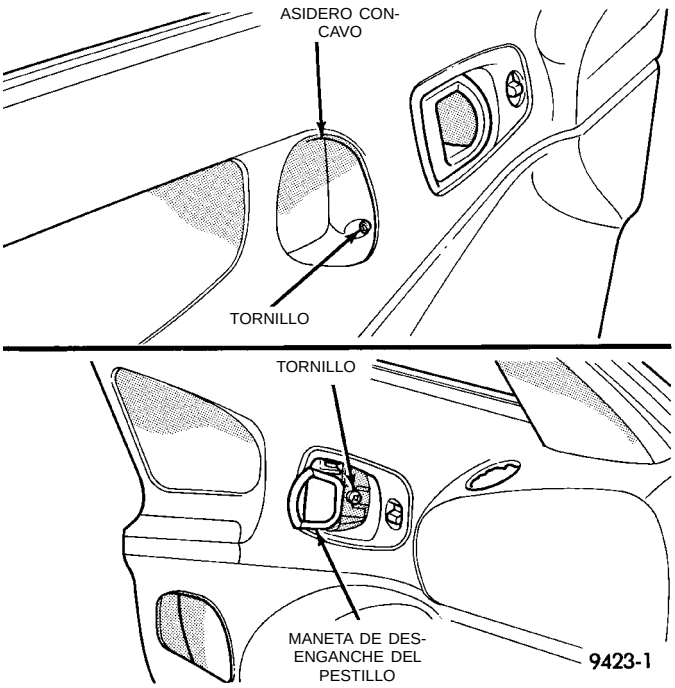

Fig. 9 Panel tapizado de puerta delantera
(4) Retire el tornillo del interior del asidero cóncavo en el apoyabrazos (Fig. 9).
(5) Tire de la maneta interior de la puerta y sosténgala alejada del tapizado de la puerta.
(6) Retire el tornillo de detrás de la maneta interior de desenganche del pestillo (Fig. 9).
(7) Desenganche los dispositivos de fijación a presión que sujetan el panel tapizado al panel de la puerta, en el perímetro del panel tapizado.
(8) Incline el panel tapizado hacia afuera para sacarlo de las espigas localizadoras de la parte posterior del panel tapizado.
(9) Desacople el panel tapizado de la canaleta de retención del burlete interior situado en la parte superior de la puerta, levantándolo y sacudiéndolo suavemente.
(10) Aleje el panel tapizado de la puerta y desenganche el collarín que sujeta la varilla del pestillo a la maneta.
(11) Separe la varilla del pestillo de la maneta.